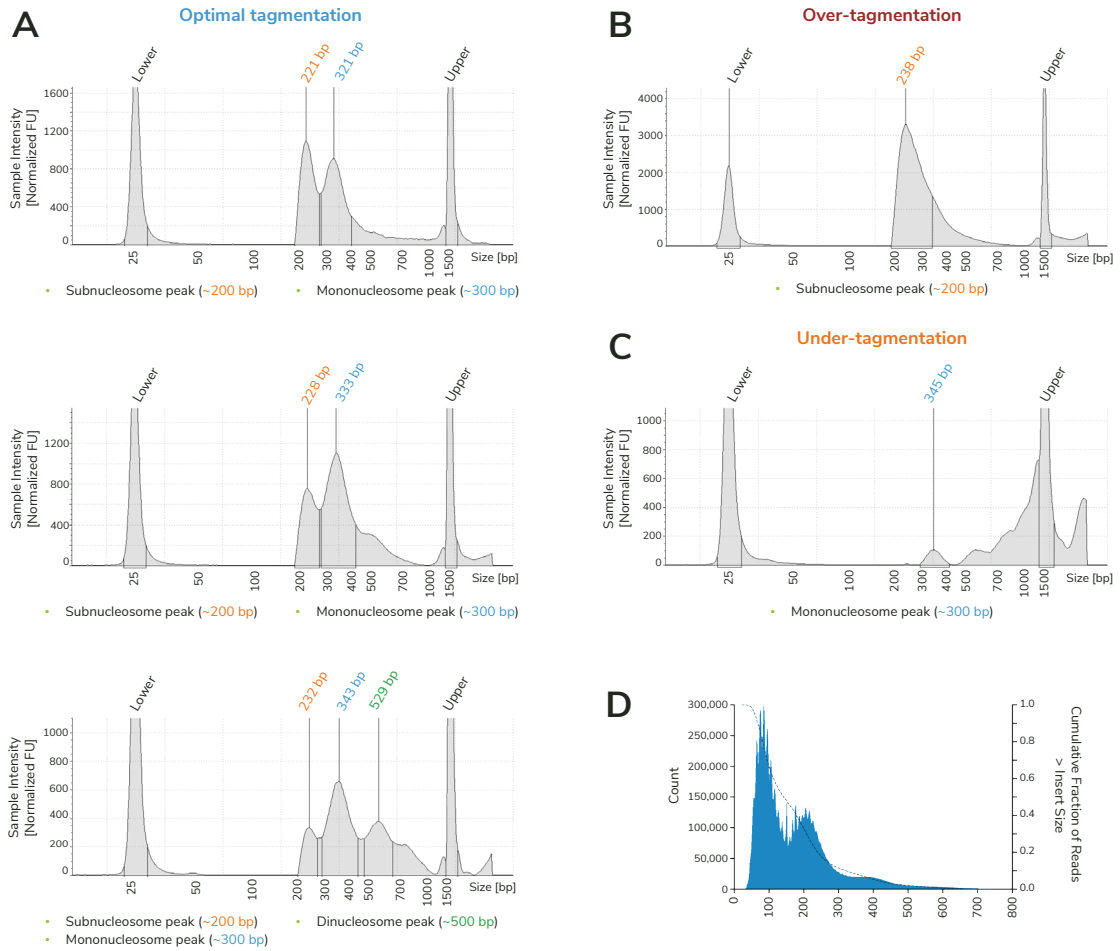

FIGURE 7
* This protocol recommends using 5 Units of CUTANA Tn5 Transposome per ATAC-seq reaction with 1,000–50,000 human nuclei. If working with a novel sample type, an organism with a genome size that differs significantly from human, or if over-tagmentation was observed in a previous ATAC-seq reaction (see Figure 7, p. 18, for example TapeStation traces), we recommend performing a Tn5 titration to establish the optimal Tn5:nuclei ratio. See this Tech Support Center article for more recommendations on Tn5 Transposome optimization.
56. Use 1 µL ATAC-seq library for analysis on the Agilent Bioanalyzer (High Sensitivity DNA Kit) or TapeStation (D1000 ScreenTape System). Set region to 150–700 bp for quantitation. Typically, libraries made from 50,000 K562 nuclei input can be expected to be >20 nM. Lower library yield is expected with lower-input or difficult samples, and is generally acceptable if ≥1 nM. See **Figure 7** for more expected TapeStation results.